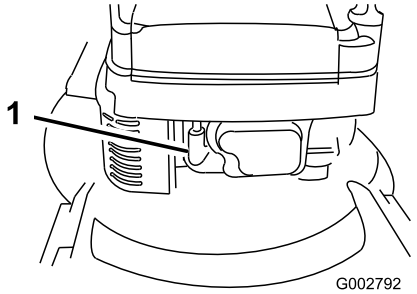

**Figura 15**
1. Collegate il cappellotto alla candela (Figura 15).